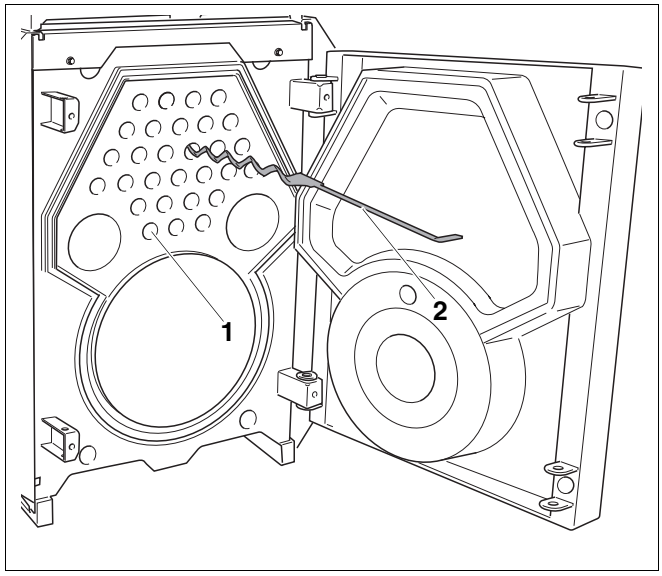

Rys. 45 Demontaż turbulizatorów
- Usunąć dwa lub trzy turbulizatory (rys. 45, **poz. 2**) z płomieniówek (rys. 45, **poz. 1**).
Jeżeli temperatura spalin jest nadal zbyt niska, należy usunąć kolejne turbulizatory (rys. 45, **poz. 2**) z płomieniówek (rys. 45, **poz. 1**).
Jeżeli temperatura spalin jest za wysoka, należy wsuwać po jednym turbulizatorze (rys. 45, **poz. 2**) do płomieniówek (rys. 45, **poz. 1**) do momentu uzyskania odpowiedniej temperatury spalin.